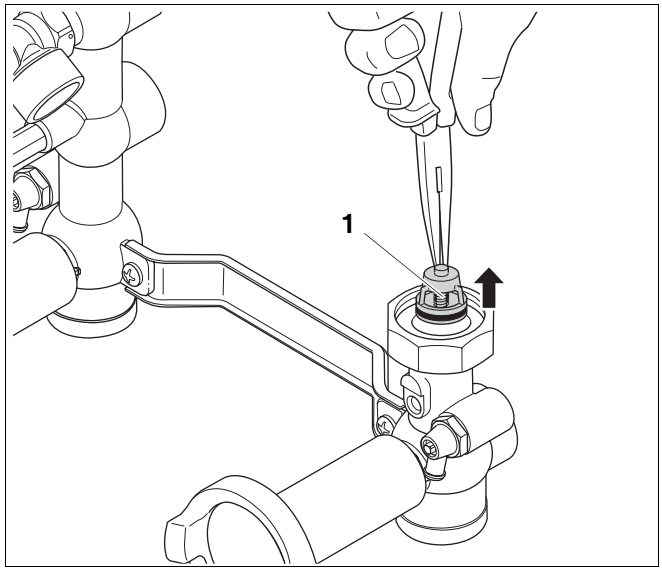

Bild 6 Rückschlagventil entfernen
- Rückschlagventil entfernen (Bild 6**, Pos. 1**).